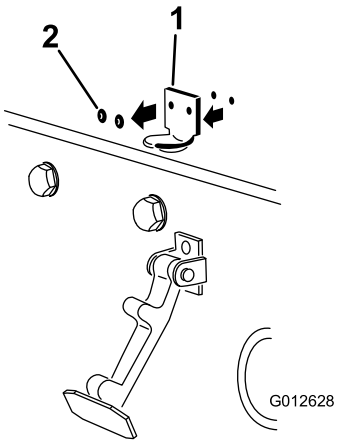

Figur 7
2. Fjern de to naglene som fester panserlåsbraketten til panseret (Figur 7). Fjern panserlåsbraketten fra panseret.